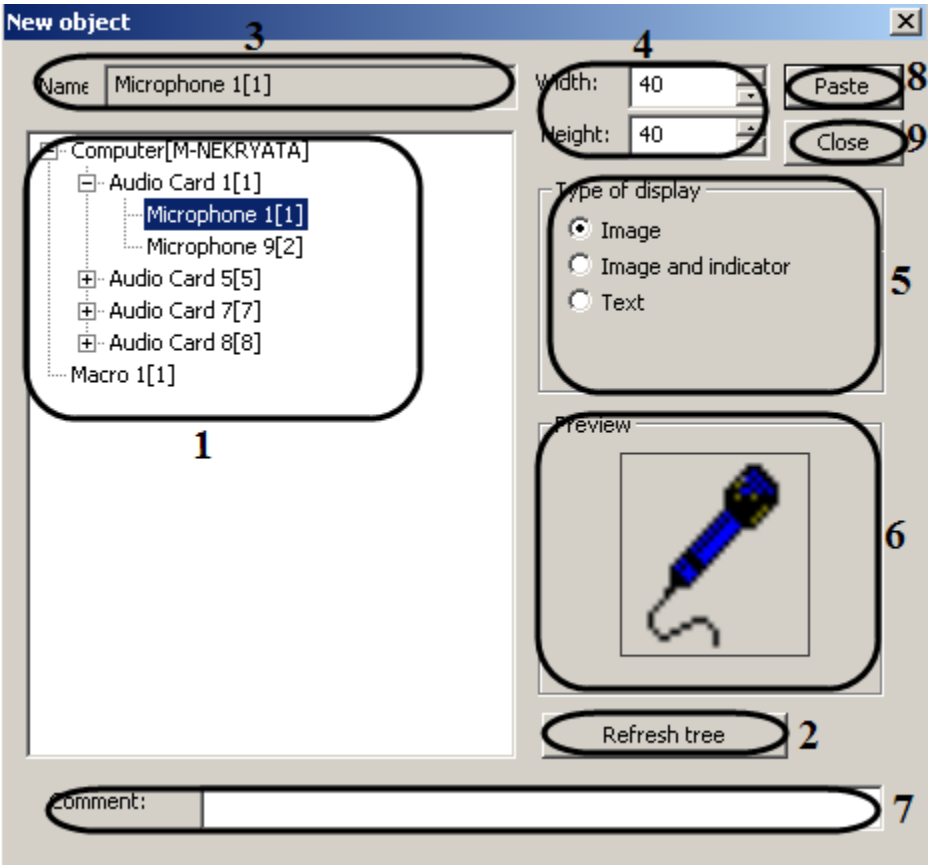

Figure 8.20-12. Adding new object
5. Select the required object in the objects tree of the “New object” dialog box (Figure 8.20-12, 1)
Note. In case when objects tree is to be refreshed, click the “Refresh tree” button (Figure 8.20-12, 2).
6. In result of operation in the field «Name», name of the selected object is automatically displayed (Figure 8.20-12, 3).
7. Set the dimensions of object’s symbol: fields «Width» (symbol’s width) and «Height» (symbol’s height) – See. Figure 8.20-12, 4. Symbol’s dimensions are expressed in pixels.
8. Select type of symbol's display with the help of switch «Type of display» (Figure 8.20-12, 5, Table 8.20-1)
Note. Object's symbol is automatically displayed in the field «Preview» in accordance with selected type of display (Figure 8.20-12, 6)
9. Set additional information about the object if necessary in the field «Comment» (Figure 8.20-12, 7).
10. Click «Paste» button to attach object to the layer of interactive map (Figure 8.20-12, 8).
12. Click «Close» button to close «New object» dialog window (Figure 8.20-12, 9).